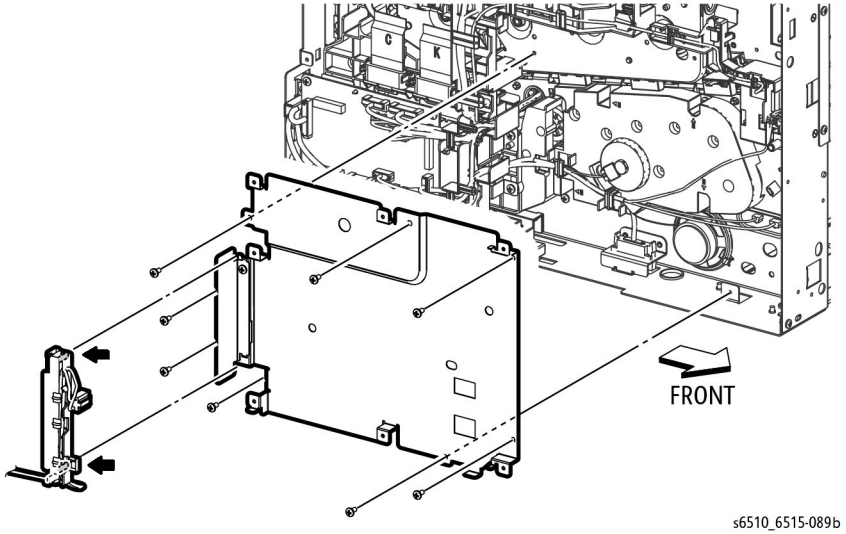

Figure 1 Remove the LVPS Plate
2. Refer to Figure 1 to release the two hooks on the harness guide and remove the guide.
3. Refer to Figure 1 to remove the eight screws (silver, M3x6mm) attaching the LVPS Plate and remove the plate.